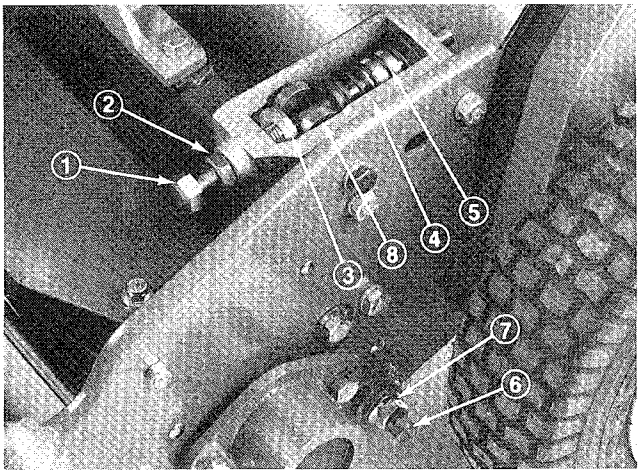

**Figure 41**
2. Loosen jam nut securing each bed bar adjusting screw to each frame adjuster (Fig. 41).
3. Loosen each bed bar adjusting screw until thrust washer bottoms out on frame adjuster (Fig. 41).
4. Using a spring compressor or clamp, compress springs on bed bar adjusting screws to free bed bar from frame adjusters (Fig. 41).
5. On each side of machine, loosen the jam nut securing bed bar bolt (Fig. 41)